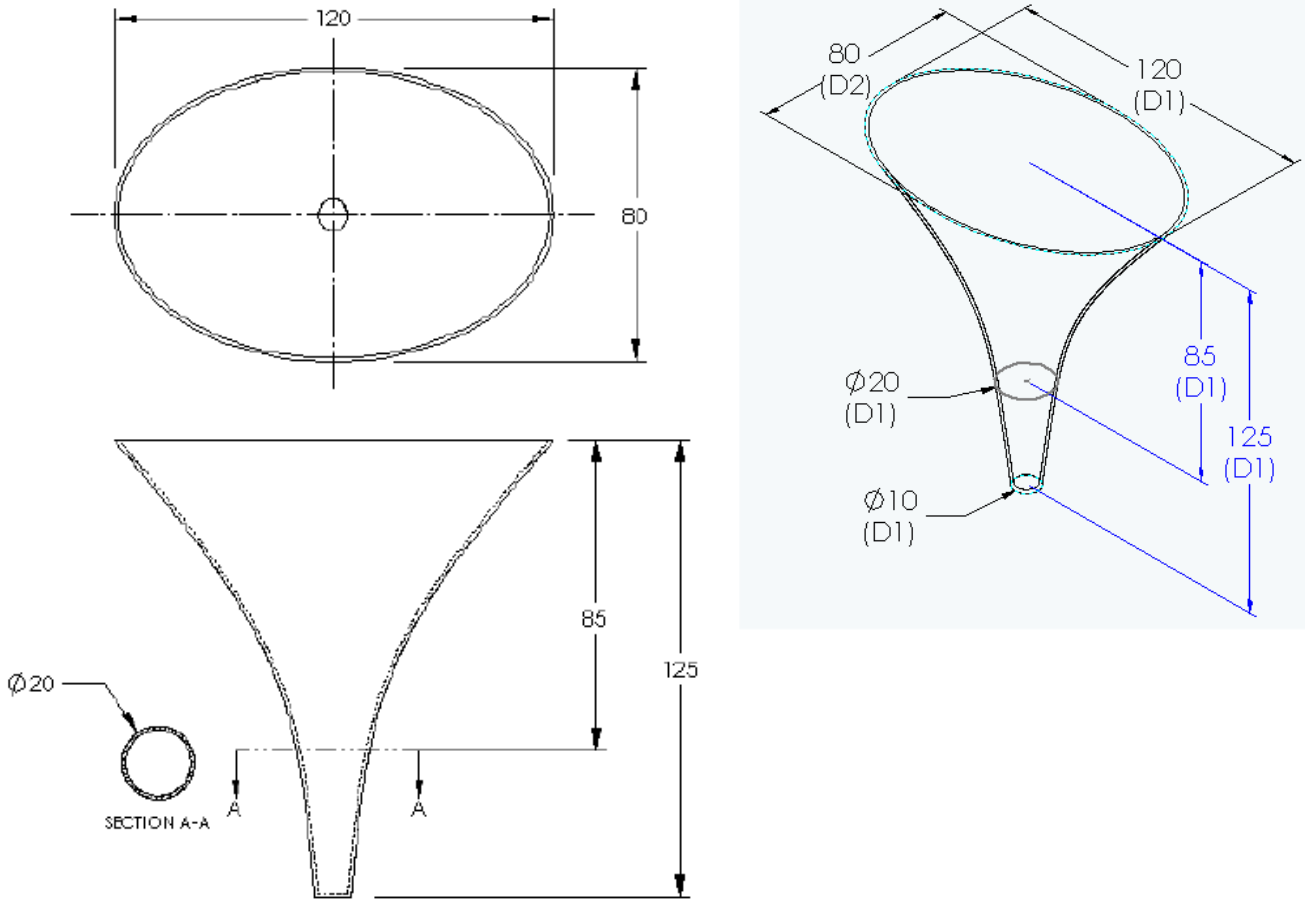

Fig. 27 – Peça a realizar utilizando a *feature Loft* (espessura da parede igual a 1 mm).
13) Realize por *Loft* a peça apresentada na *Fig. 27*.